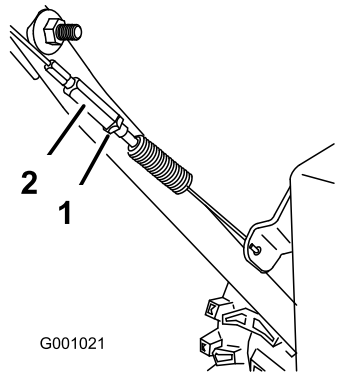

Figur 38
3. Dra åt kontramuttern (Figur 38).